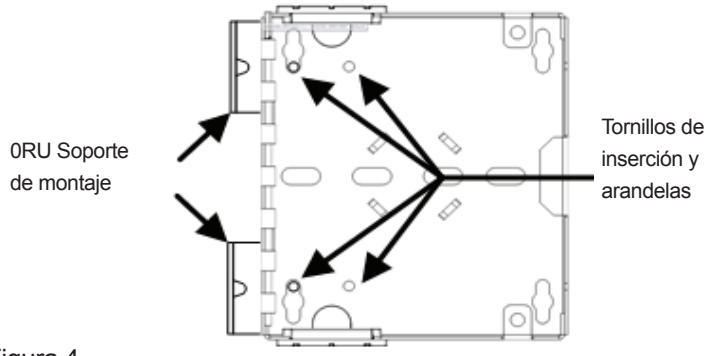

Figura 4
2) Instale un soporte de montaje en las dos esquinas usando los tornillos # 8 y las arandelas proporcionadas en el juego de soportes de montaje. (Figura 4)